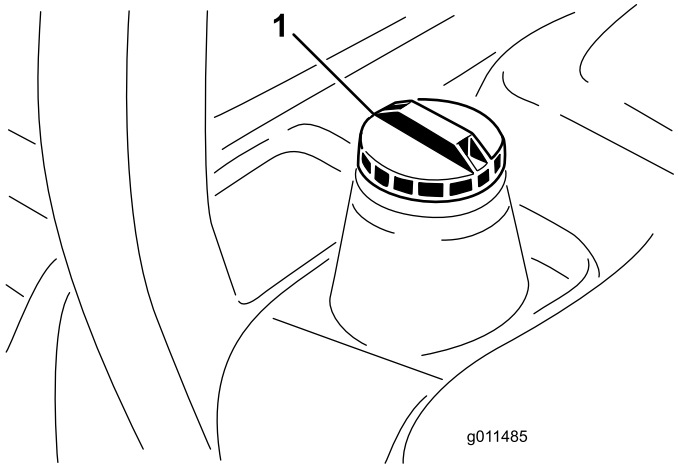

Figura 11
3. Retire a tampa do depósito de combustível (Figura 11).